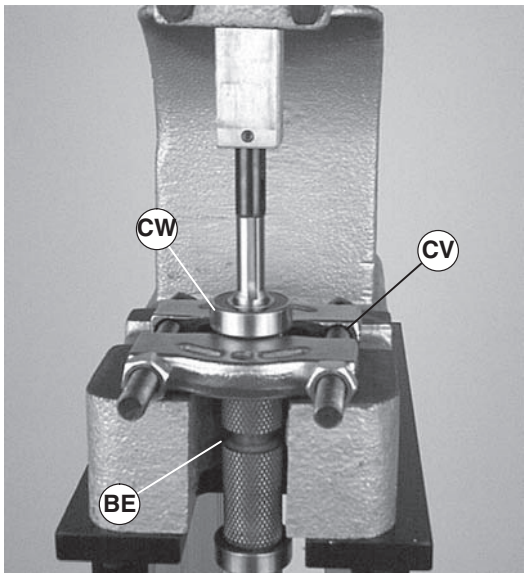

Figure 57
1. Position drive pulley (Figure 57, item BE) in a standard bearing separator (CV) as shown.